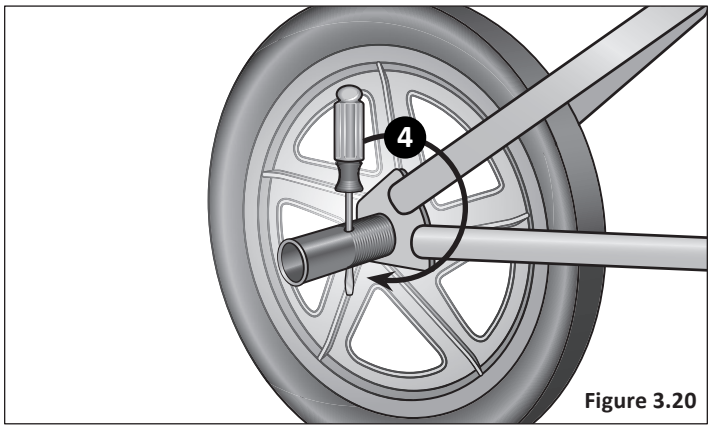

Figure 3.20
4. Insert a screwdriver or similar tool through the peg holes and tighten by turning the peg with the tool. **Figure 3.20**